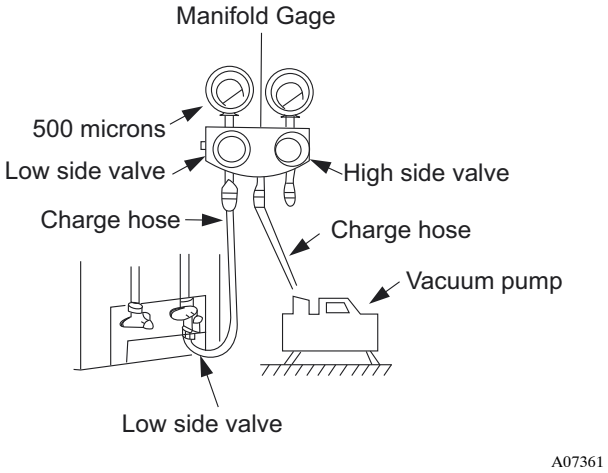

Fig. 44 - Manifold
3. Fully open the low side of manifold gage (see Fig. 44).